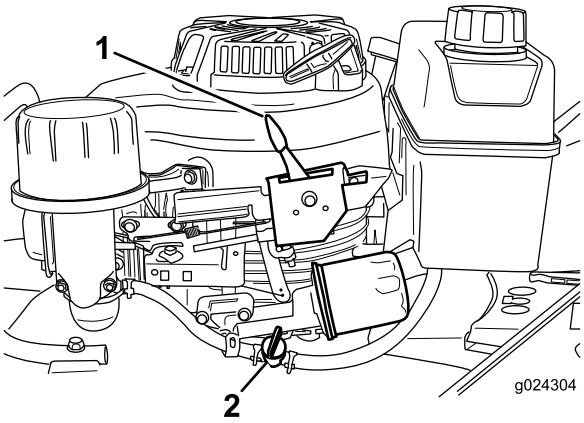

Rysunek 13
2. Otwórz zawór paliwowy (Rysunek 13).
3. Ustaw dźwignię przepustnicy (Rysunek 13) w pozycji Ssanie.
Zwolnij dźwignię sterującą ostrzami i przesuń dźwignię regulacji przepustnicy (Rysunek 13) w pozycję Stop.
Informacja: Jeśli silnik nie będzie zaraz potem uruchamiany, zamknij zawór paliwowy (Rysunek 13).